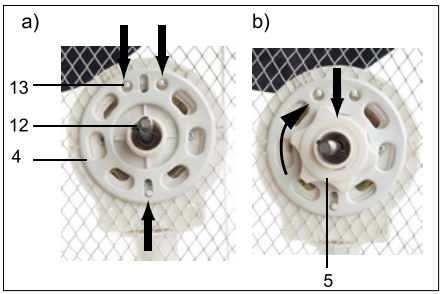

Fig.49: Montaje de la rejilla de protección trasera
1. Coloque la base (3) con el bloque de motor y la base con los botones para regular la potencia de ventilación en el soporte (1), fig. 49 a).
2. Dele la vuelta a todo de modo que vea la parte de abajo de la base y el soporte, fig. 49 b).
3. Atornille el soporte apretando los tornillos con ranura en cruz (2) en sentido horario.